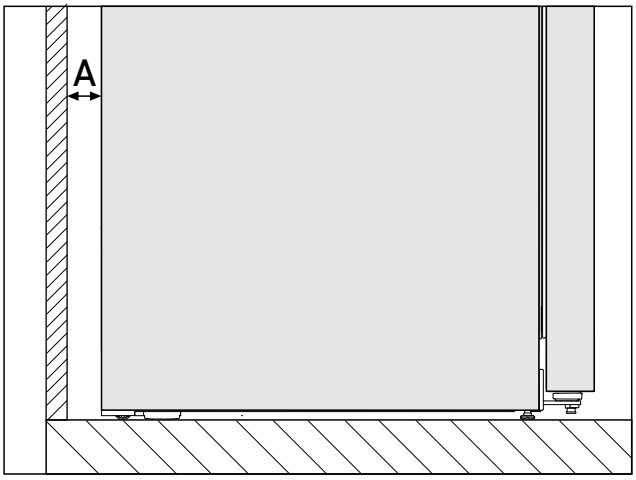

*Fig. 3 **
Der Energieverbrauch wurde mit einem Wandabstand *Fig. 3 (A)* zwischen Geräterückseite und Wand ermittelt. Wenn der Wandabstand weniger als *Fig. 3 (A)* beträgt, hat dies keinen Einfluss auf die Funktionsfähigkeit des Geräts. Bei geringerem Wandabstand kann sich der Energieverbrauch geringfügig erhöhen und es kann zur Kondensatbildung an der Geräterückwand kommen.*